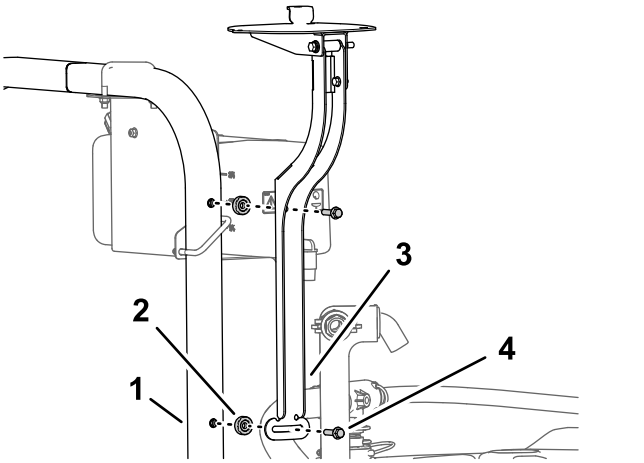

Figur 156
1. Monter modtagerbeslaget og afstandsbøsningen (3/8 x 7/16 tomme) på styrtbøjlen med flangehovedbolten (3/8 x 1-1/2 tommer) som vist i Figur 156.